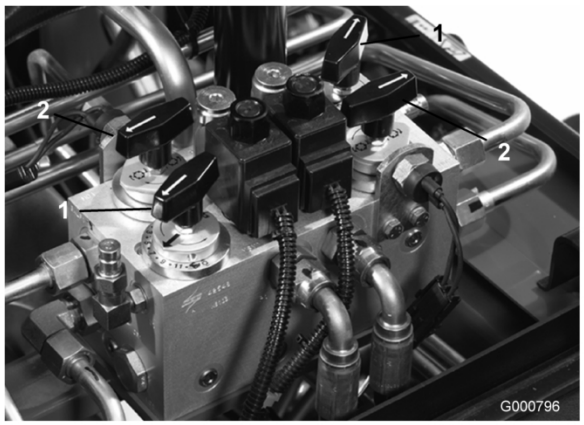

Figuur 70
3. Ga naar de keuzeknoppen voor het toerental van de messenkooien en de wetknoppen (Figuur 70). Draai de gewenste wetknop(pen) in de wetstand en de gewenste keuzeknop(pen) voor het toerental van de messenkooien in stand 1.